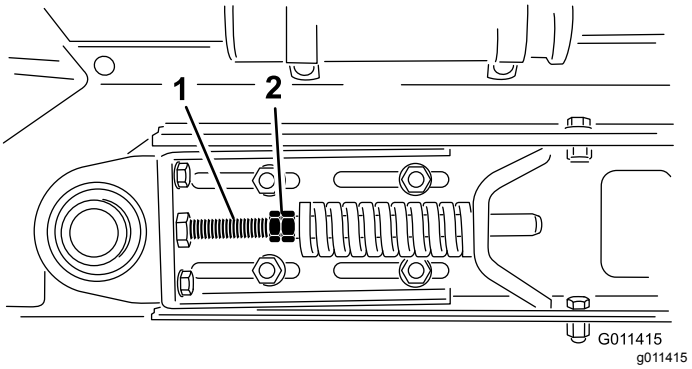

Figuur 31
3. Zet de borgmoeren en de moeren van de spanstang los om de spanning van de veer te halen (Figuur 31).